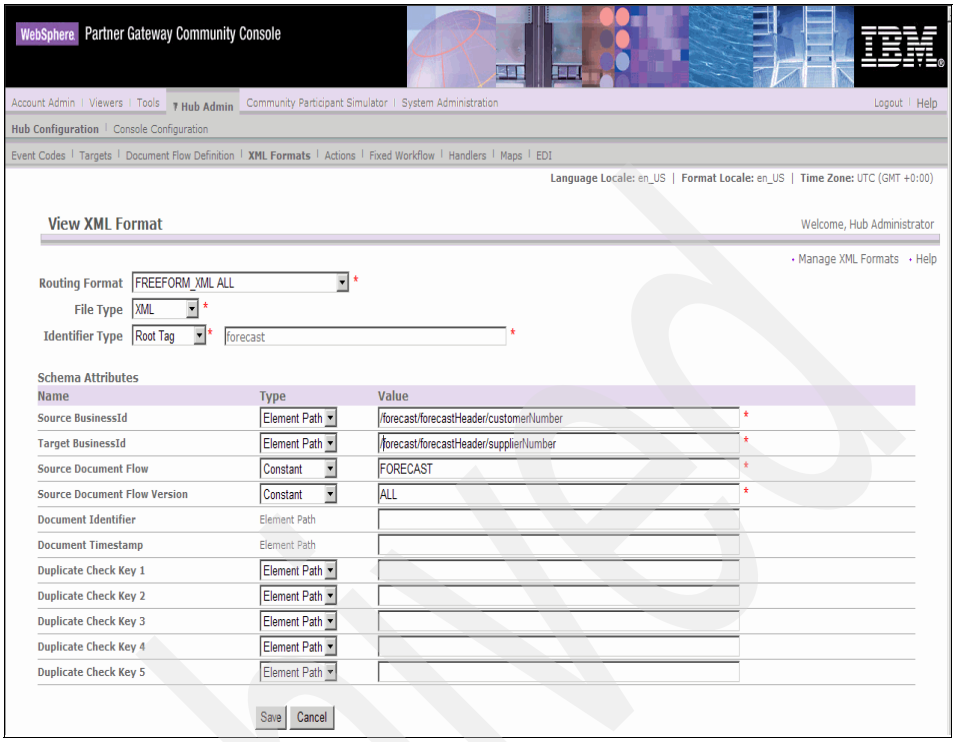

Figure 10-10 Creating a new XML format
3. We see the View XML Format window (Figure 10-10 on page 293). The new format needs to link to an existing protocol, which we defined earlier.
Figure 10-10 on page 293 shows the form for creating a new XML format.